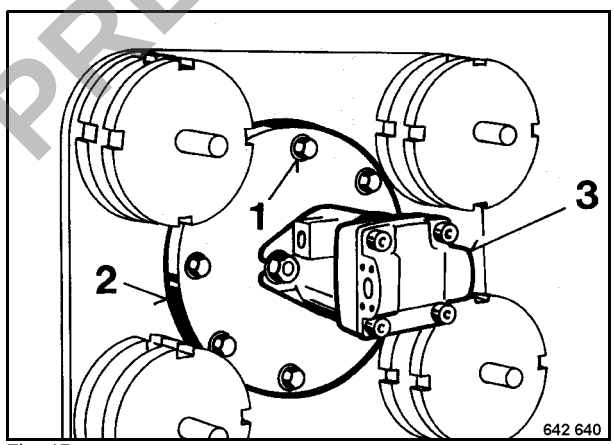

Fig. 45
27. Insert the drive pinion of vibration motor 3 (Fig. 45) into the coupling sleeve.
28. Fasten flanged cover (2) on the bearing cover with fastening screws (1).